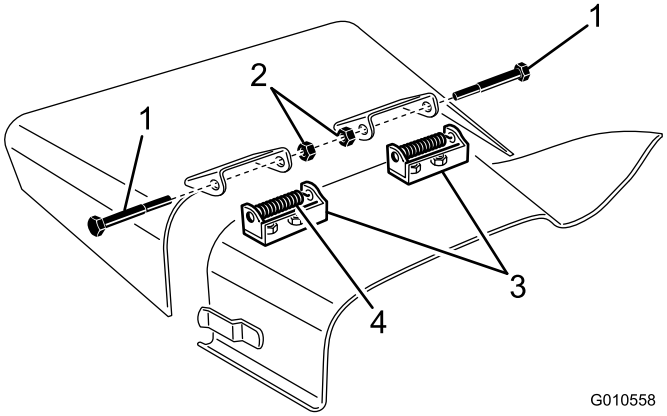

Figur 27
2. Fjern de 2 bolte, låsemøtrikkerne og fjedrene, som fastgør græsdeflektorerne til akselbeslagene (Figur 27).
3. Akselbeslagene fjernes ved at fjerne bræddeboltene og møtrikkerne (Figur 27).